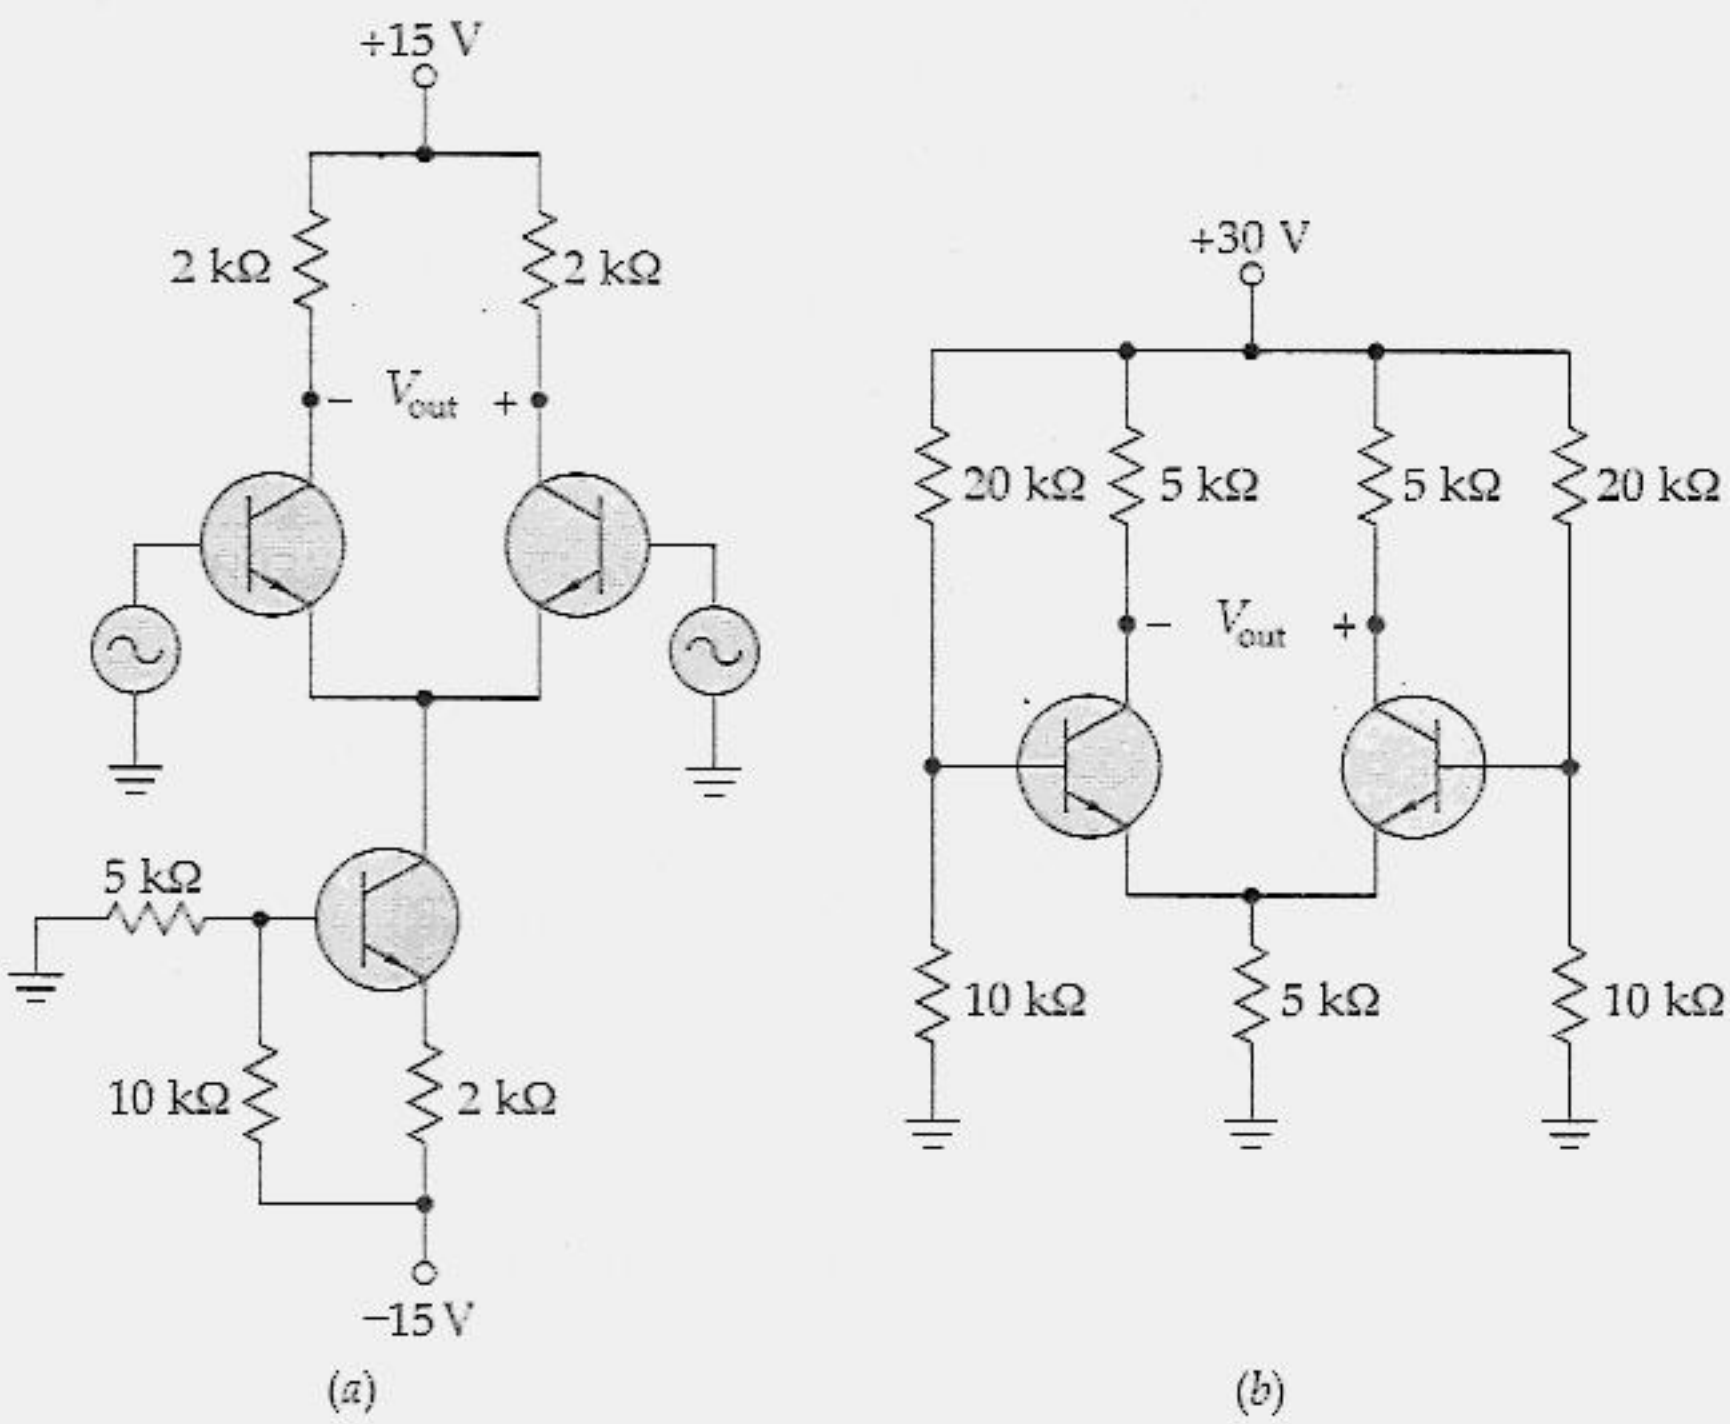

Figura 17.29
17.26 A resistência *cc* de cada fonte de sinal na Figura 17.29*a* é zero. Qual o valor de r'_e de cada transistor? Se a tensão *ca* de saída é medida entre os coletores, qual o ganho de tensão diferencial?
17.27 Se os transistores forem idênticos no circuito da Figura 17.29*b*, qual a corrente de cauda? Qual a tensão entre o coletor do transistor da esquerda e o terra? E a tensão entre o coletor do transistor da direita e o terra?